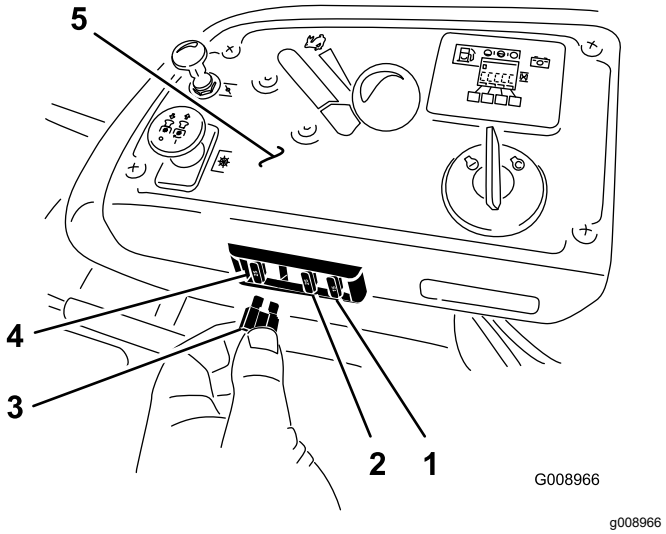

Figur 69
Säkringarna sitter på konsolen till höger om sätet (Figur 69).
2. Sätt i en ny säkring (Figur 69).